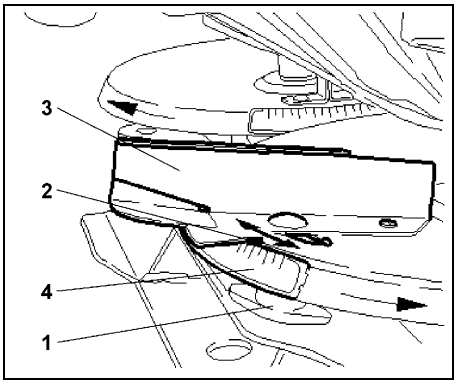

Rys. 35
- Poluzować nakrętkę motylkową krótszej łopatki (Rys. 35/1) (beznarzędziowo).
- Krawędź odczytu (Rys. 35/2) krótkiej łopatki (Rys. 35/3) ustawić na wartość "8" na skali (Rys. 35/4).
- Dociągnąć nakrętkę motylkową (Rys. 35/1).